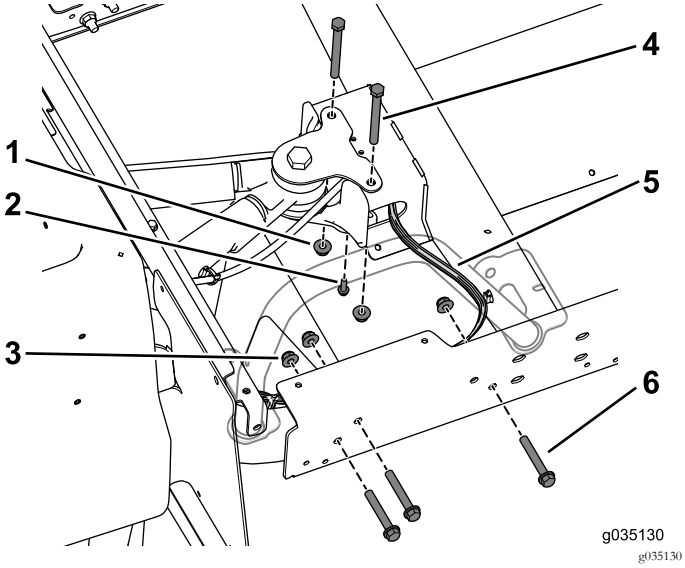

Figure 67
7. Retirez les boulons et les écrous à embase qui fixent le support du bras pivotant au profilé central (Figure 67).